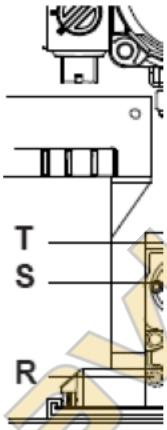

рис. 7.7
Для настройки **CO2** котла (давление газа на горелке) открутите латунную заглушку (S) и прокручивайте шестигранный винт Ø 4 мм (см. рис. 7.7 и 7.8). По часовой стрелке значение **CO2** увеличивается.
• На дисплее LCD изменение обозначается чередующимся зажиганием символов, изображённых на рис.7.7. (Пример: тепловая мощность отопления на максимуме).
• Если два этих значения не совпадают, прокручивайте винт регулирования максимума RQ (T) (см. рис. 7.7) газового клапана и настройте **CO2** на то же значение, которое приведено в Таблице (По часовой стрелке значение **CO2** уменьшается.).